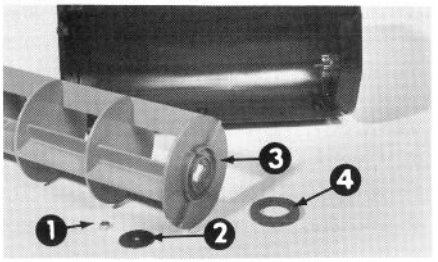

Abbildung 13
3. Räumwerk und Filzscheibe herausnehmen (Abb. 13).